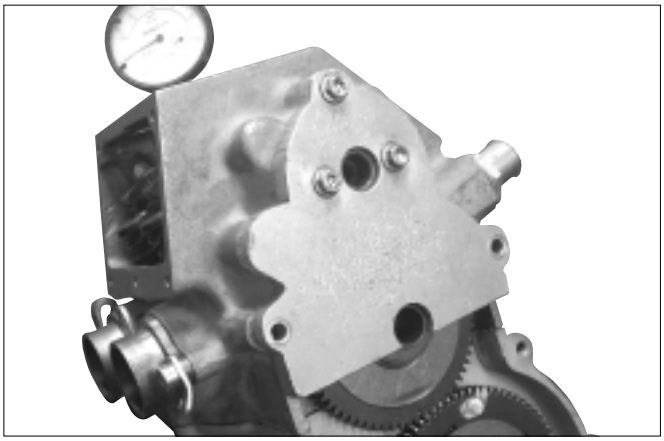

Fig. 64
5. Montare l'apposita mascherina affinché l'albero a camme rimanga bloccato (Fig. 64).
5. Fit the special jig so as to lock the camshaft (Fig. 64).
5. Die Kühlerverkleidung so montieren, dass die Nockenwelle blockiert ist (Abb. 64).
5. Monter le gabarit spécialement prévu pour maintenir l'arbre à cames (Fig. 64).